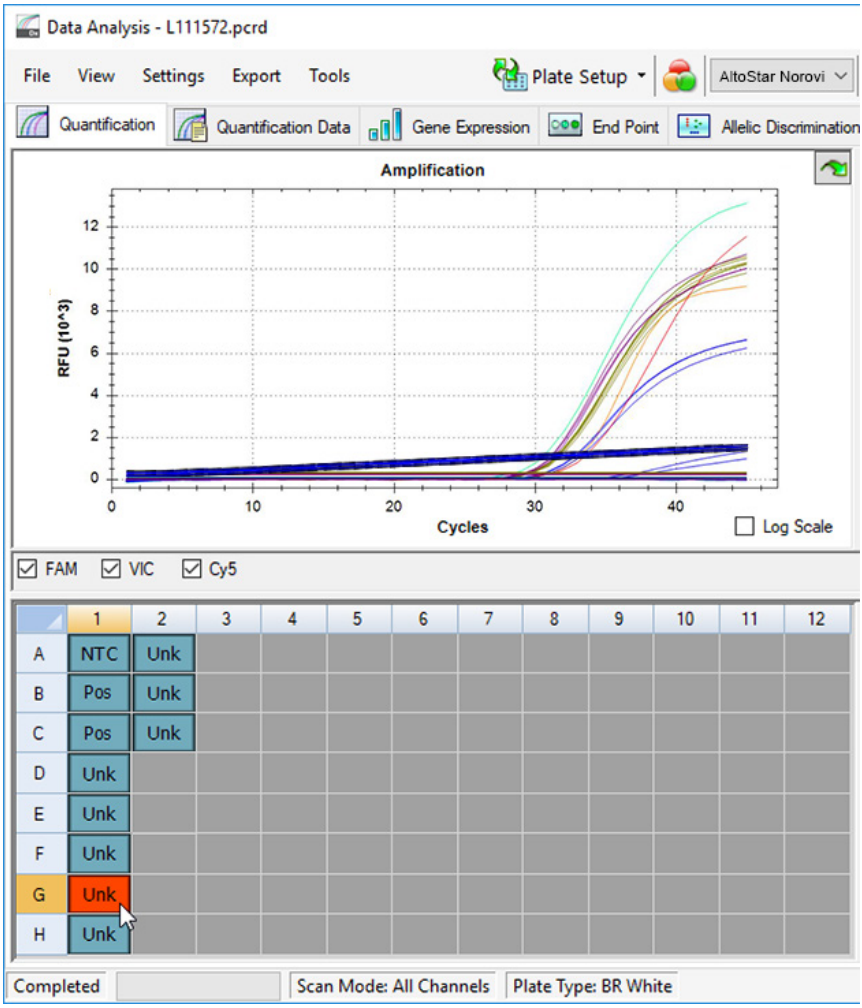

Figura 6: Finestra Data Analysis (Analisi dei dati): segnale PCR irregolare
2. Identificare i pozzetti con segnali PCR irregolari (aumento del segnale lineare, picchi anomali, ecc.) in uno qualsiasi dei canali di rilevamento FAM™ (Norovirus GII target), VIC™ (IC) o Cy5 (Norovirus GI target) (vedere figura 6).